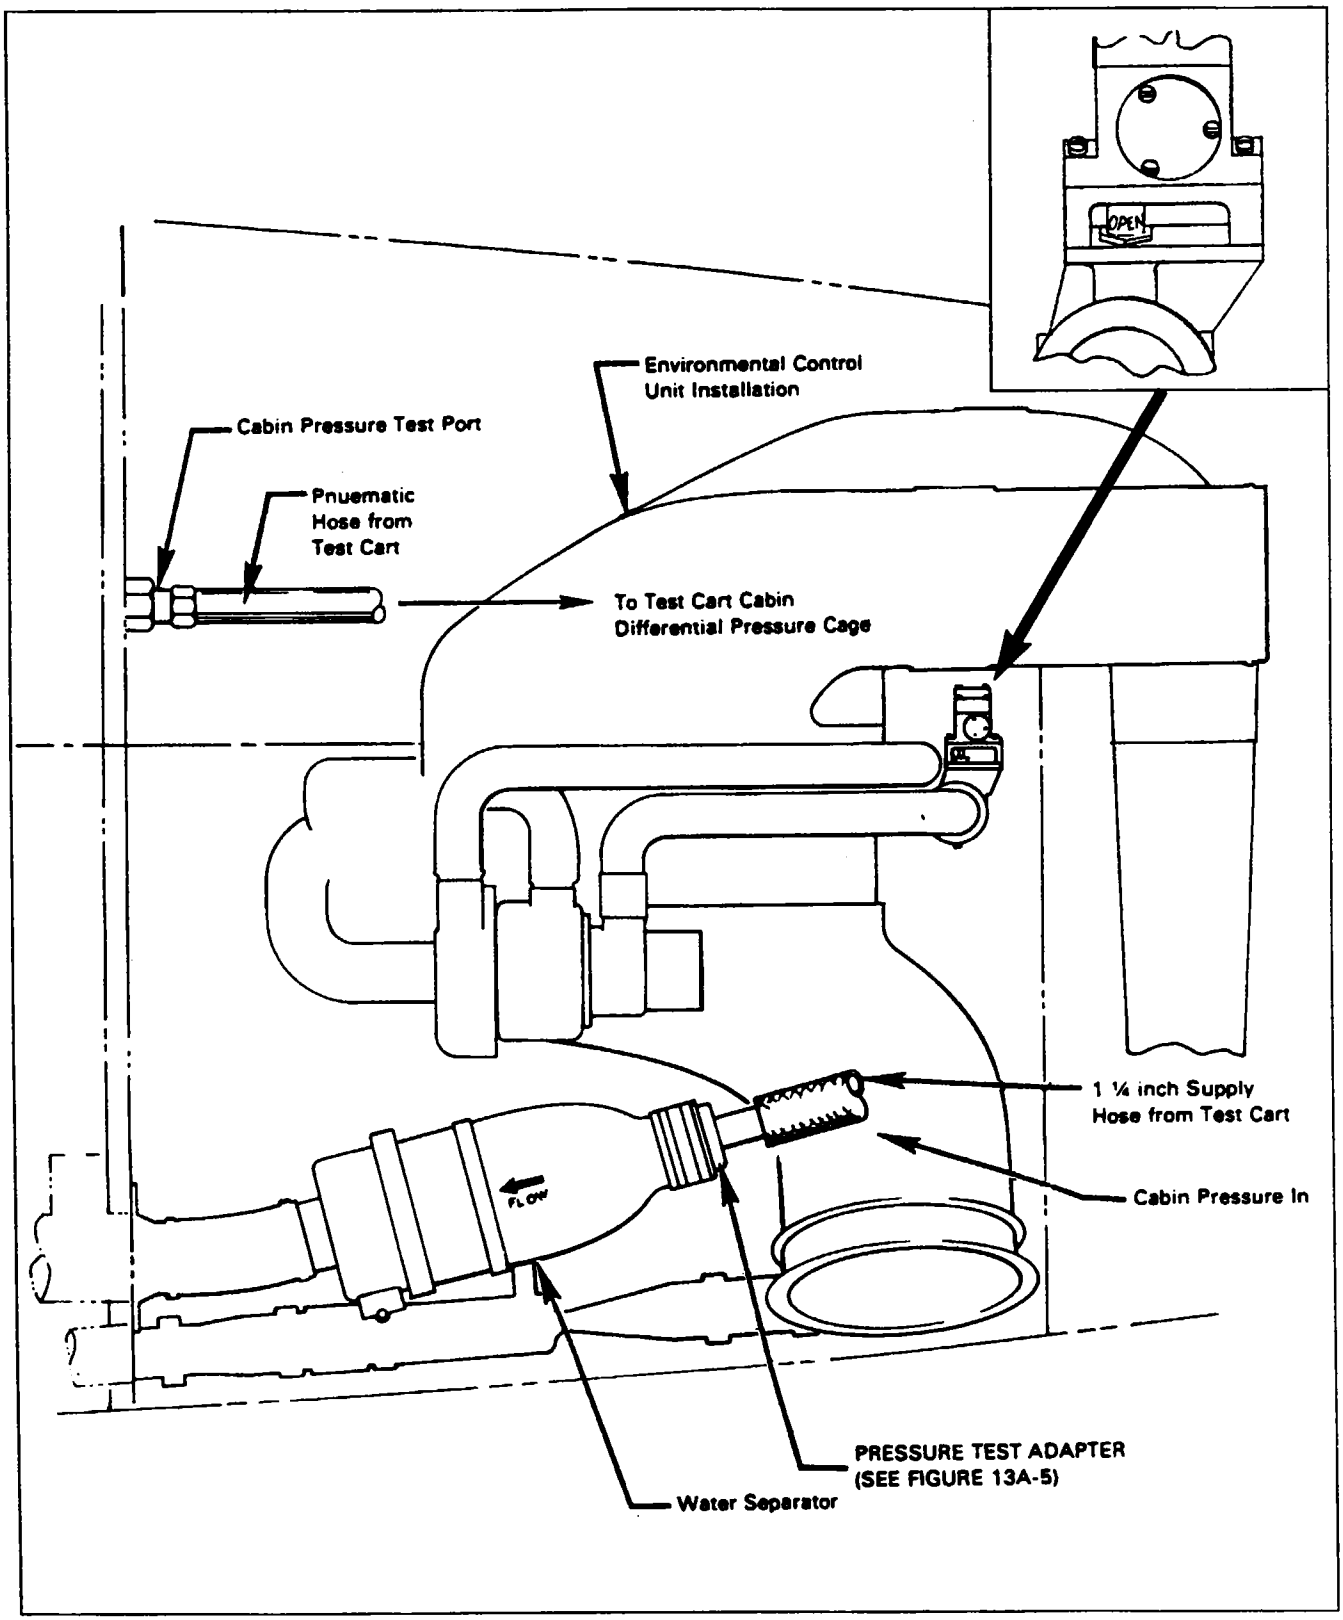

Figure 13A-7. Pressurization Test Hookup
b. Test Unit Hookup: (Refer to Figure 13A-7.)